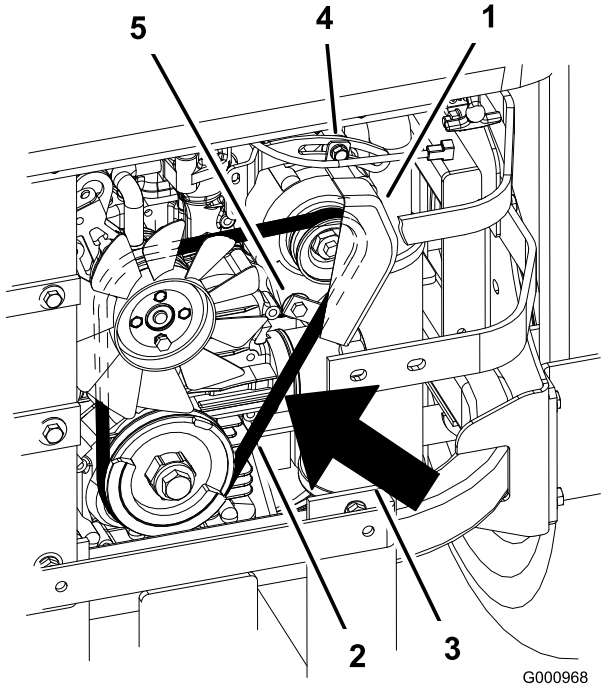

**Figuur 66**
2. Beweeg de wisselstroomdynamo naar buiten totdat de riem tussen de motor en de poelies van de wisselstroomdynamo een speling van 7–9 mm heeft als deze wordt ingedrukt met een kracht van 10 kgf (Figuur 66).
5. Als de speling correct is, draait u de onderste en bovenste bout vast (Figuur 66).